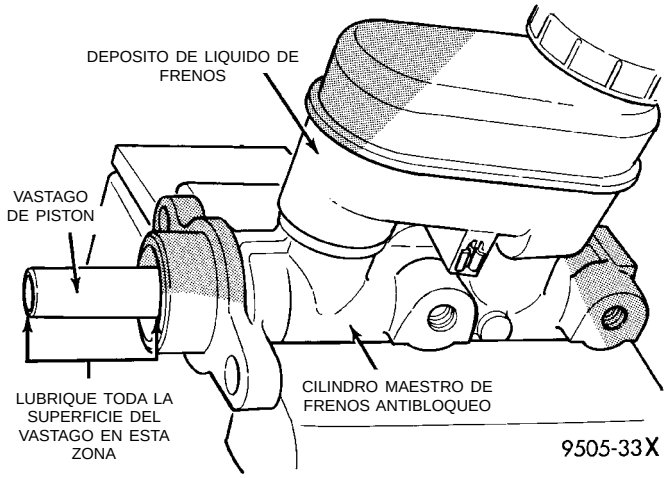

Fig. 20 Lubricación del vástago de pistón del cilindro maestro
(12) Lubrique el vástago de pistón del cilindro maestro como se indica en (Fig. 20). Utilice únicamente **Grasa dieléctrica Mopar—y no sustitutos.** Para obtener el lubricante requerido, consulte el Catálogo de productos químicos Mopar.